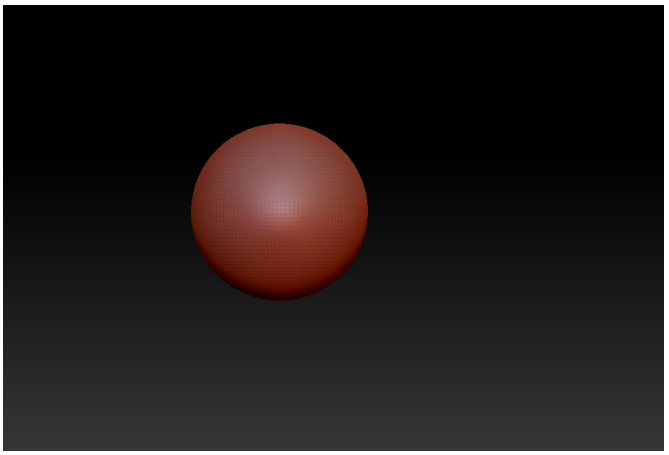

Figure 3-113 *The **Sphere3D** primitive created in the canvas*
2. Choose the Current Tool button from the **Tool** palette; a flyout is displayed. Choose the **Sphere3D** primitive from this flyout. Press and hold the left mouse button and drag the cursor on the canvas; a sphere is created in the canvas, refer to Figure 3-113. Next, choose the **Edit** button from the top shelf to switch to the edit mode.